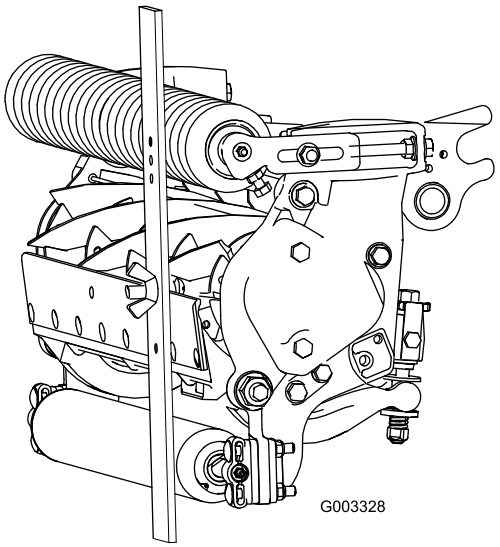

Figur 17
3. Hægt skruehovedet på bundknivens æg, og lad den bageste ende af stangen hvile på bagrullen (Figur 17).
4. Drej justeringsskruen, indtil frontrullen rører ved målestangen (Figur 17). Juster begge rullens ender, indtil hele rullen er parallel med bundkniven.